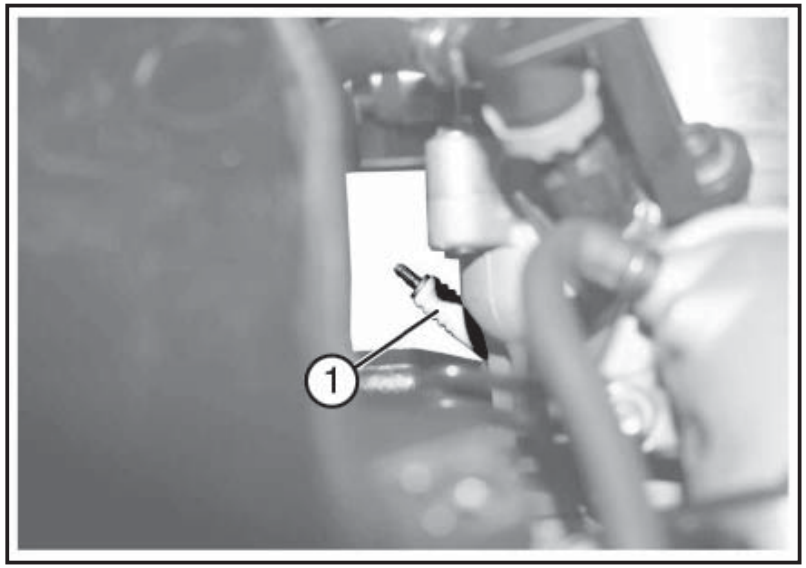

Fig. 01 QSI0047
- Mediante una llave de tubo desenrosque la bujía «**1 - Fig. 01**».